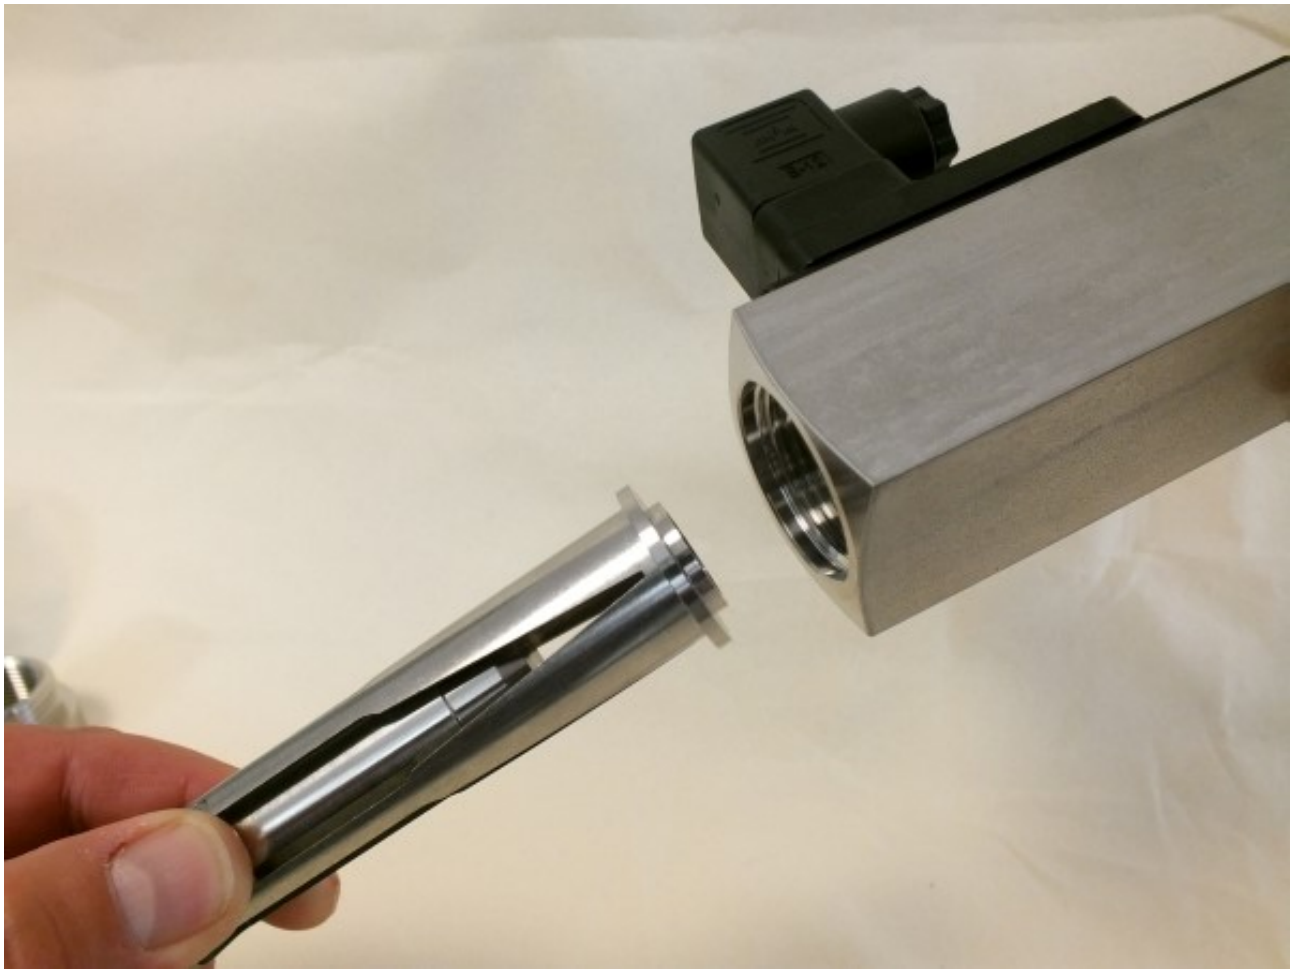

Abb. 52: Innenteile einführen
7. Zentrierscheibe (Eingang),Schwebekörper und Schlitzdüse in Gerät einführen (*Abb. 52*)